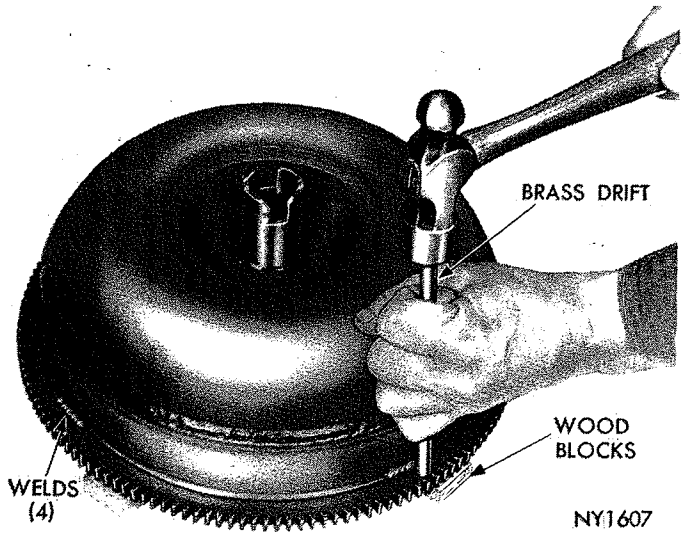

*Fig. 51—Removing Starter Ring Gear*
(1) Cut through weld material at rear side of ring gear with a hack saw or grinding wheel (Fig. 51). Be careful not to cut or grind into front cover stamping.
(2) Scribe a heavy line on front cover next to front face of ring gear to aid in locating the new gear.
(3) Support converter with the four lug faces resting on blocks of wood. **The converter must not rest on the front cover hub during this operation.** Using a blunt chisel or drift and hammer, tap downward on ring gear near welded areas to break any remaining weld material (Fig. 51). Tap around ring gear until it comes off the converter.